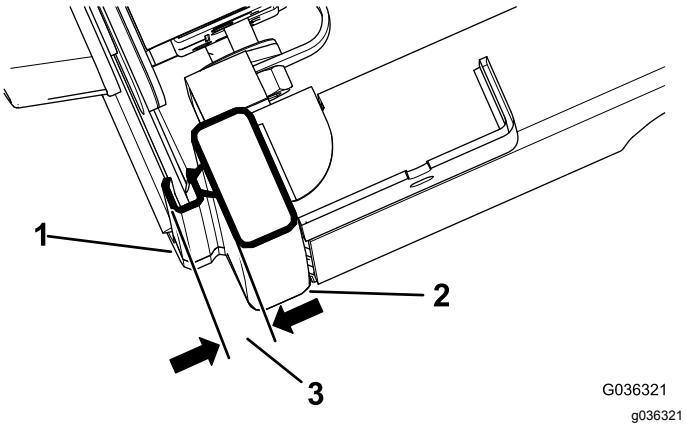

Рисунок 5
3. Полностью закройте дверь и измерьте высоту полого уплотнения до уплотнительной поверхности балки кабины, убедитесь, что измеренное расстояние составляет от 1,9 до 2,2 см, как показано на Рисунок 5.